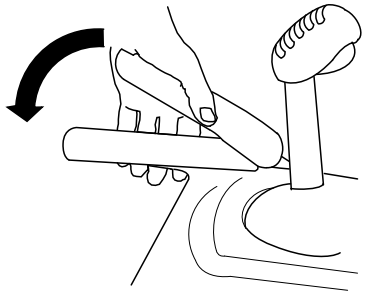

**Figure 16**
1. Pour engager la transmission aux roues, serrez le levier gauche (déplacement) contre la poignée (Figure 16).